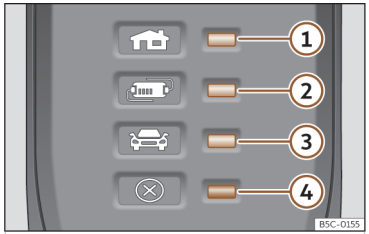

Fig. 62 En el cable de carga para tomas de corriente: Testigos de control en el dispositivo de protección.
››› **fig. 62**:
El dispositivo electrónico de protección ››› **fig. 62** hace que el conector de carga permanezca sin corriente hasta que se enchufa en la toma de carga del vehículo.
Uno o varios testigos de control ››› fig. 62 ①, ② o ③ se iluminan en verde.
Indicación ››› fig. 62	Significado
①, ④ parpadean	El conector para la vivienda se ha calentado mucho.
②, ④ parpadean	El dispositivo de protección se ha calentado mucho.
Si el proceso de carga continúa con una corriente inferior, además del indicador de funcionamiento, parpadea el testigo de advertencia ››› fig. 62 ④ en rojo.
- Si vuelve a producirse una desconexión o reducción de la corriente de carga y la causa no parece ser la exposición a una fuente de calor externa, fíjese en qué testigo de control verde parpadea ››› fig. 62. Para la comprobación del cable de carga, acuda a un concesionario especializado CUPRA o cualquier concesionario de la red SEAT. Para la comprobación de la conexión de la infraestructura, acuda a un establecimiento especializado en instalaciones eléctricas.
Si el testigo de advertencia ④ rojo parpadea o se enciende sin que se encienda a su vez de forma permanente un testigo de control ››› fig. 62 ①, ② o ③ el indicador de funcionamiento, hay una avería.